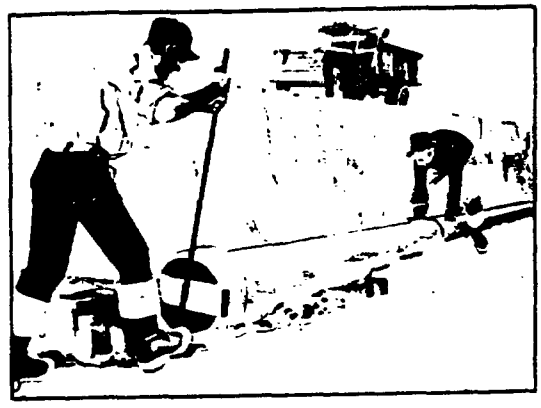

Figure 38
E. For UNbelled pipe place coupling over the lubricated pipe end. Push couplings with a crowbar. use a protective wood block between bar and coupling. Push until coupling is against CERTA-SPACER band. For PREbelled pipe. align the pipe end. with the coupled end and shove. until the assembly is made. (Figure 38).